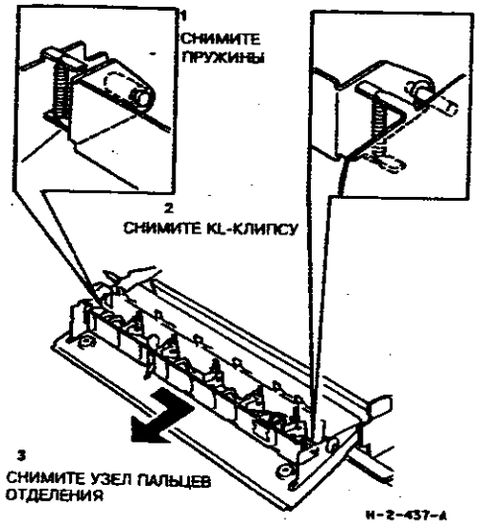

**Рисунок 3. Снятие узла пальцев отделения**
5. (Рисунок 3) Снимите узел пальцев отделения с направляющей вывода.